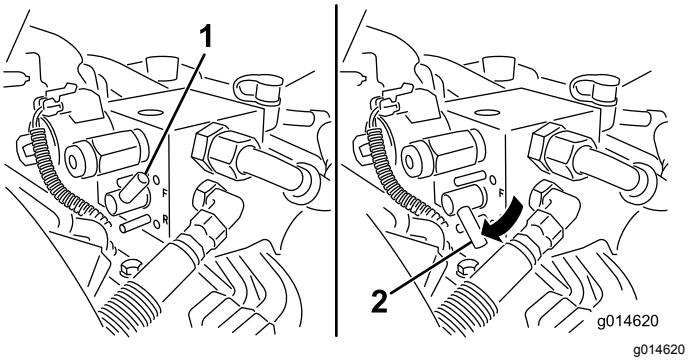

Figur 49
5. Vrid slipningsspaken till BAKÅTLÄGET (R) (Figur 49).